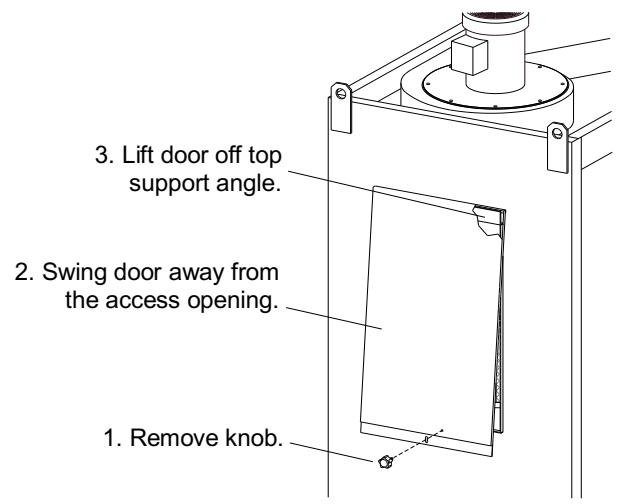

Figure 50
### 7.14 Replacing Filter Cartridge – Figures 50 & 51
**7.14.2** Refer to Figure 50 and remove the dust-collector access door: